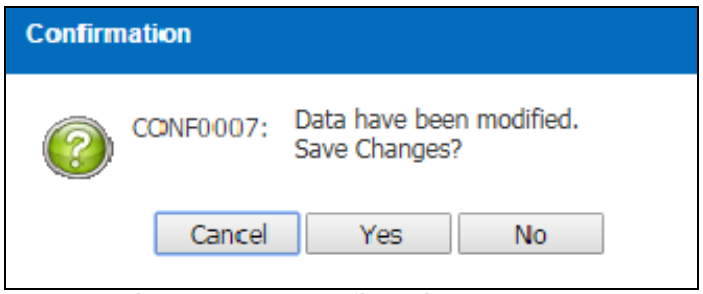

Figure 3.4.2-4 Confirmation Message
- *System will display a Confirmation Message as Figure 3.4.2-4*